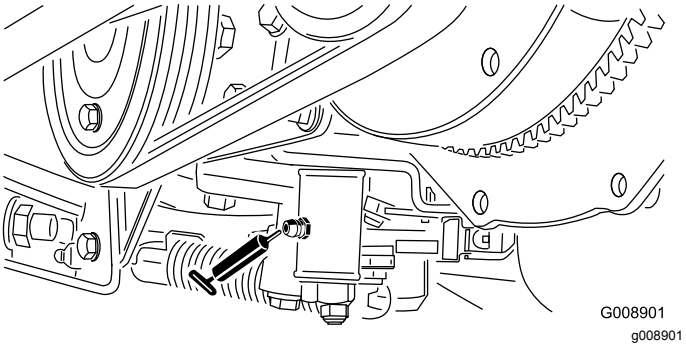

Figura 39
- Meccanismo di regolazione in folle (Figura 39)